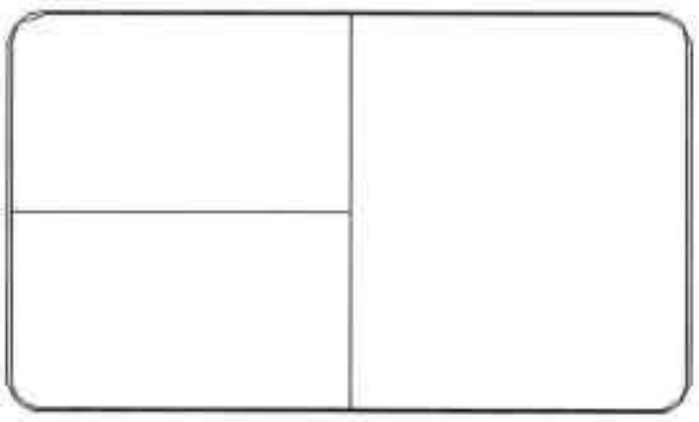

图6-77 绘制水平辅助线
Step04 再次执行“直线”命令，捕捉长方形左边线的中点和垂直辅助线的中点，绘制水平辅助线，如图 6-77 所示。